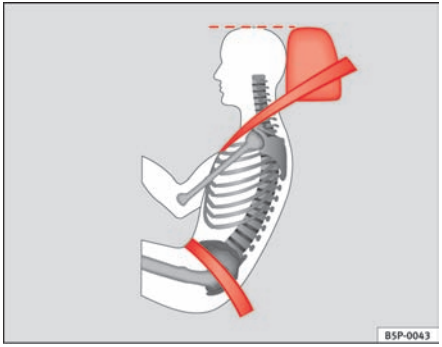

Fig. 13 Correct belt web and head restraint positions, viewed from side
- **The lap part of the seat belt must lie across the pelvis, never across the stomach. The seat belt must lie flat and snugly on the pelvis ⇒ page 25, fig. 13. Pull the belt tight if necessary to take up any slack.**